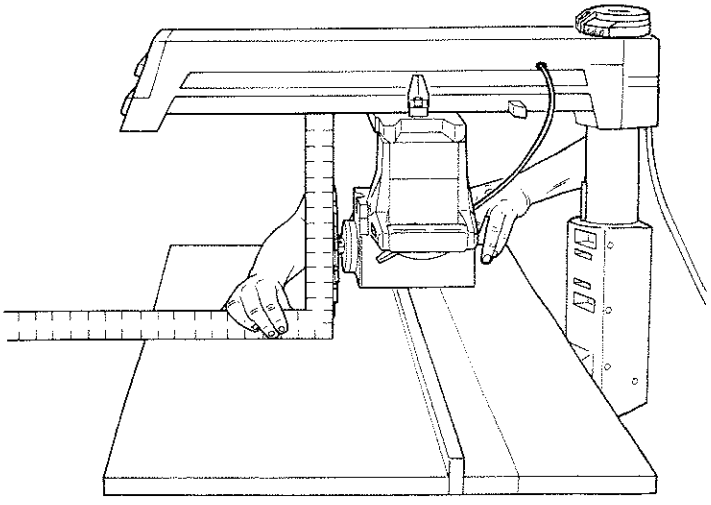

Fig. 64
3. Place the long edge of the framing square on the *table* and the short edge against the *blade* alongside the *arbor shaft.* Make sure the square is against the surface of the *blade* and not on the set of a tooth. (Figure 64)